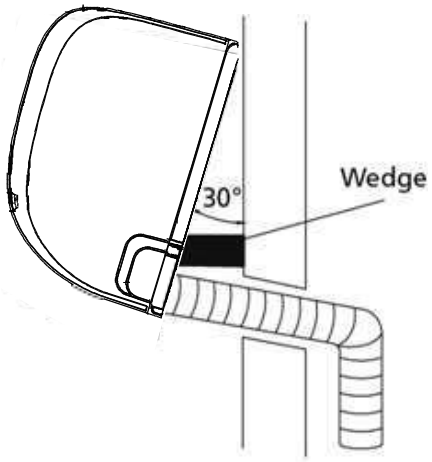

Рис. 3.11
2. Використовуйте кронштейн або клин, щоб підперти блок, щоб у вас було достатньо місця для підключення трубопроводу холодоагенту, сигнального кабелю та зливного шланга. Відноситься до**Рис. 3.11**для прикладу.